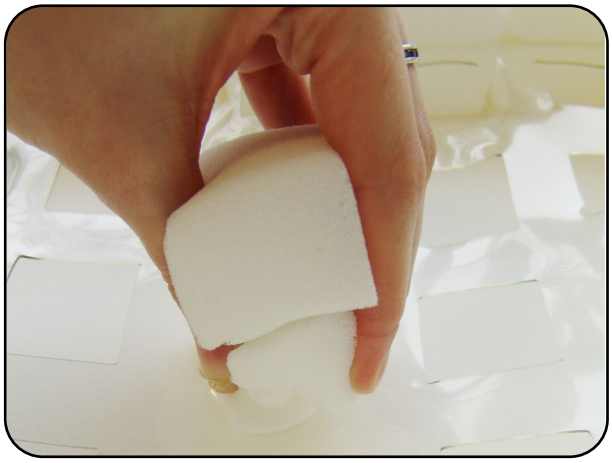

Fig. 6.3.03 – Removing the foam cube
3. Next, carefully pull the squeezed foam cube out of the plastic grid (Fig. 6.3.03).